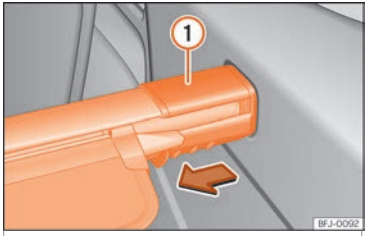

Fig. 153 En el maletero: desmontar la bandeja del maletero.
- Presione el soporte de la cubierta ››› fig. 153 (1) en el sentido de la flecha y manténgalo en esta posición.
- Suelte el soporte de la cubierta ››› fig. 153 (1).